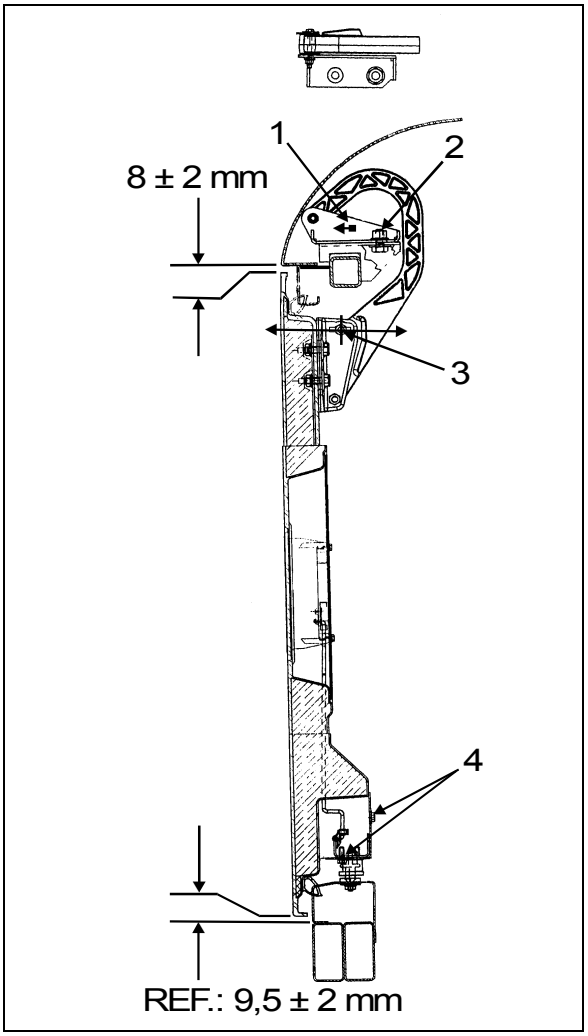

FIGURE 57: DOOR HINGE 18194
2. Loosen nut (2, Fig. 57).
3. Move part (1, Fig. 57), as close as possible to exterior of coach, so as to have enough clearance for proper door opening.
4. Tighten nut (2, Fig. 57).
5. Loosen nut (3, Fig. 57). Hinge allows the door to be shifted "IN or OUT".
6. Adjust door panel to have the same gap space as neighboring panels or refer to figure 40 for specified gap space Only if necessary, use the adjustment allowed by moving part 1, Fig. 57.